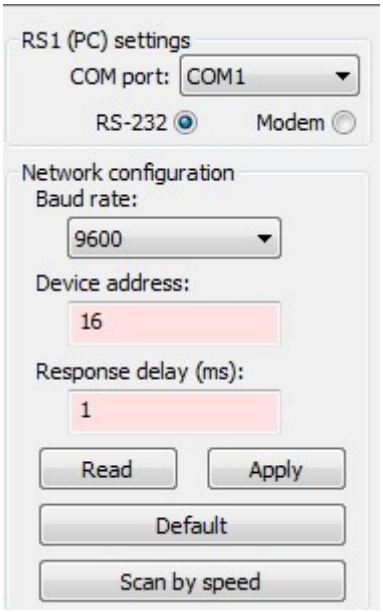

Abb. 4.2
1. Stellen Sie die Netzwerkparameter ein und klicken Sie auf ***Apply***, um die Parameter im Gerät zu speichern (*Abb. 4.2*). Wenn die Parameter im Programm und im Gerät übereinstimmen, wird die Verbindung hergestellt.